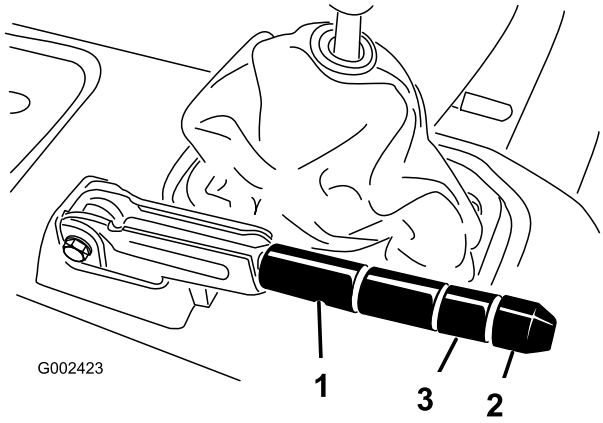

Figur 65
2. Løsn sætskruen, der holder skruen fast til parkeringsbremsehåndtaget (Figur 65).